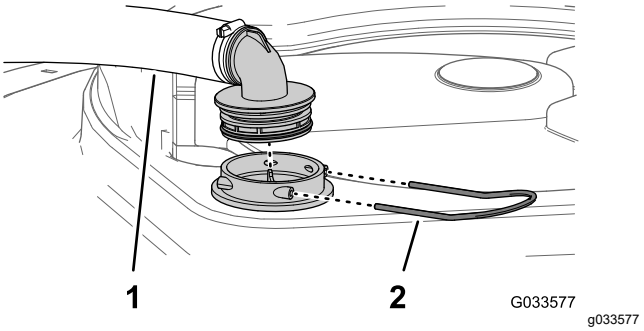

Figur 112
2. Ta bort hållaren som fäster slangnippeln på den stora slangen och filterkåpan på tankens ovansida (Figur 112).
3. Ta bort slangen och slangnippeln från filterkåpan (Figur 112).